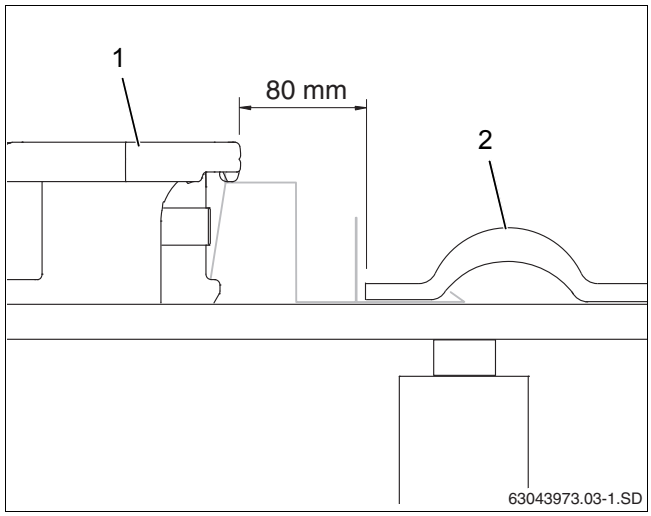

Рис. 22 Укладка и крепление первого коллектора
- Первый коллектор (рис. 22, [1]) должен встать в крепление от сползания на расстоянии 80 мм от крайней (возможно, вырезанной) черепицы (рис. 22, [2]).